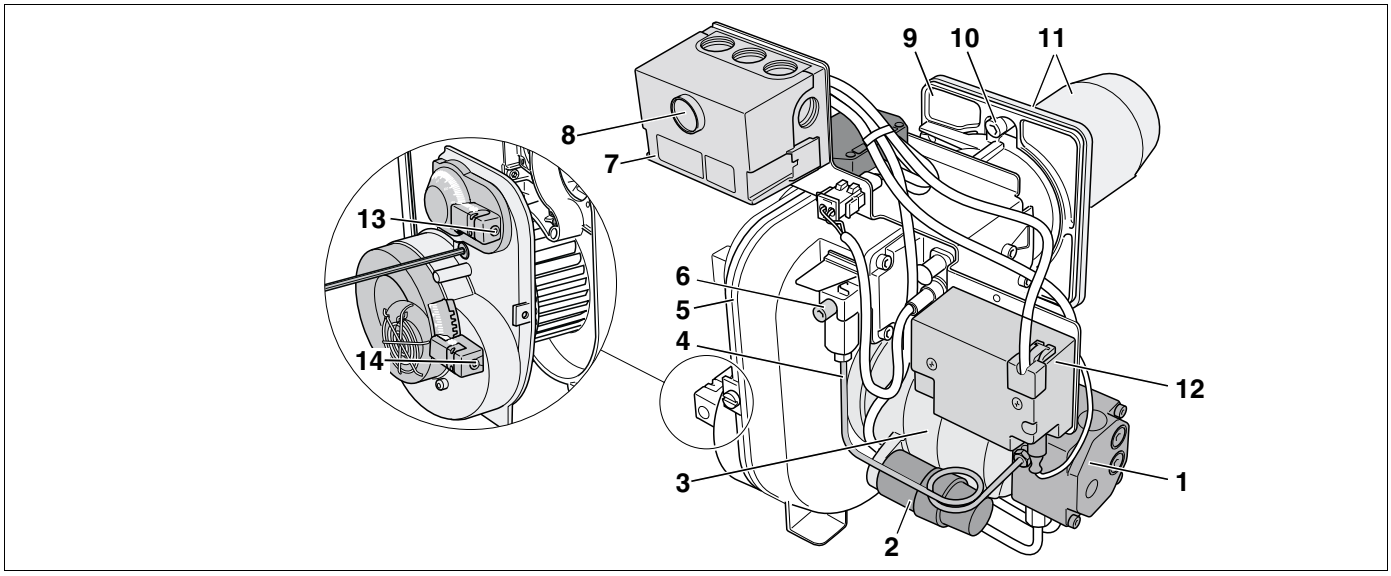

Рис. 1 Горелка Logatop LE 1.0 и 2.0 (с кожухом и без него)
– Топливный насос с электромагнитным клапаном (рис. 1, **поз. 1**)
– Конденсатор мотора (рис. 1, **поз. 2**)
– Мотор горелки (рис. 1, **поз. 3**)
– Нагнетательный топливопровод (рис. 1, **поз. 4**)
– Корпус вентилятора (рис. 1, **поз. 5**)
– Регулировочный винт распределительного диска (рис. 1, **поз. 6**)
– Автомат горения дизельного топлива (рис. 1, **поз. 7**)
– Кнопка подавления помех с лампочкой сигнализации о неисправности (рис. 1, **поз. 8**)
– Монтажная плита (рис. 1, **поз. 9**)
– Сервисный винт (рис. 1, **поз. 10**)
– Фланец и труба горелки (рис. 1, **поз. 11**)
– Блок зажигания с кабелем для розжига (рис. 1, **поз. 12**)
– Регулировочный винт настройки воздуха (рис. 1, **поз. 13**)
– Регулировочный винт входа воздуха (рис. 1, **поз. 14**)
Горелка (рис. 1) имеет штекерное соединение с системой управления (семиполюсный штекер).